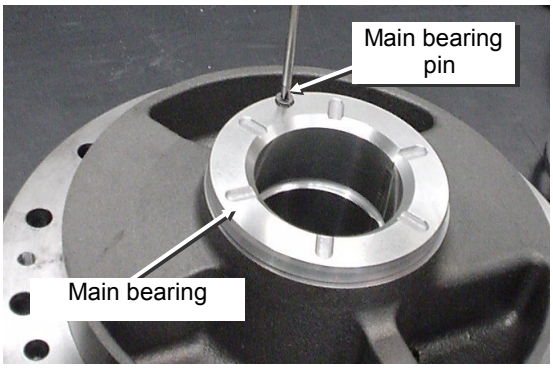

Fig. 5-39 Main Bearing Head
1. Undo the main bearing pin, and remove the main bearing as shown in Fig. 5-39.